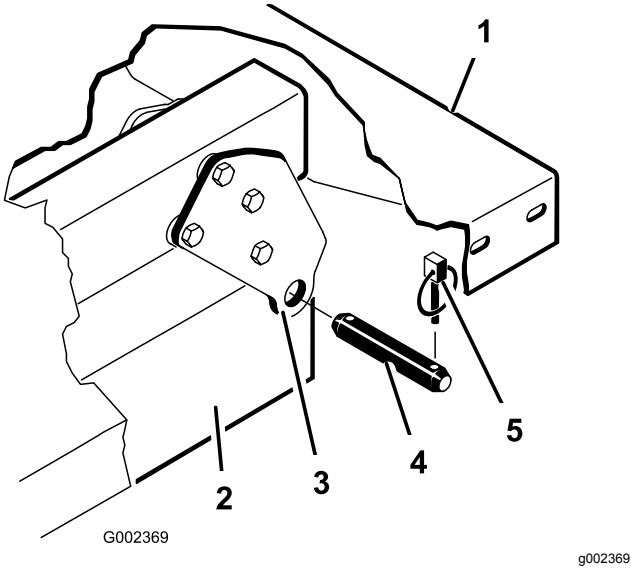

Figur 4
6. Afmonter de ringstifter og gaffelbolte, der fastgør aksebeslagene på stelkanalerne (Figur 4).